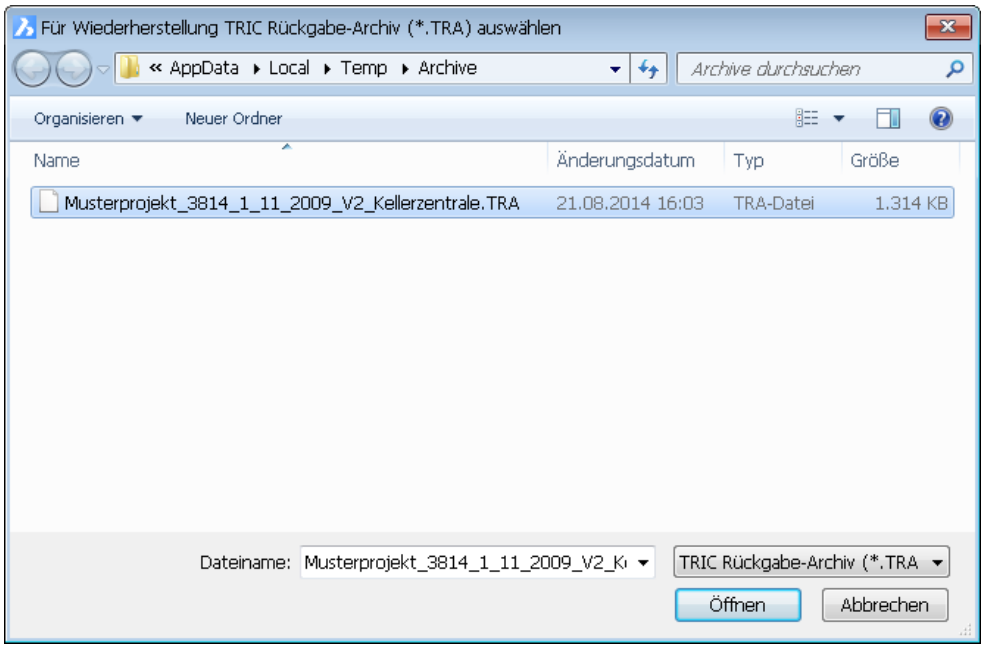

Bild 17.27 – Rückgabedatei für die Synchronisierung markieren
- Der Dateidialog wird geöffnet und bietet alle Dateien mit der Endung *.TRA an (Abb. 17.27).